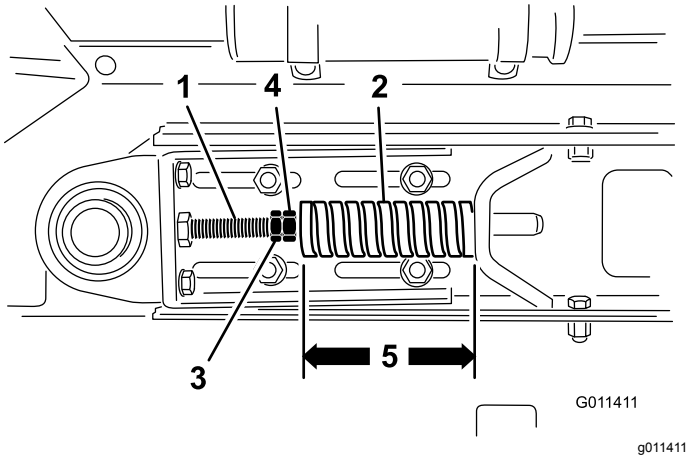

Figur 26
1. Løsne låsemutterne, og juster strekkstangmutterne (Figur 26) for å oppnå ønsket spenning.